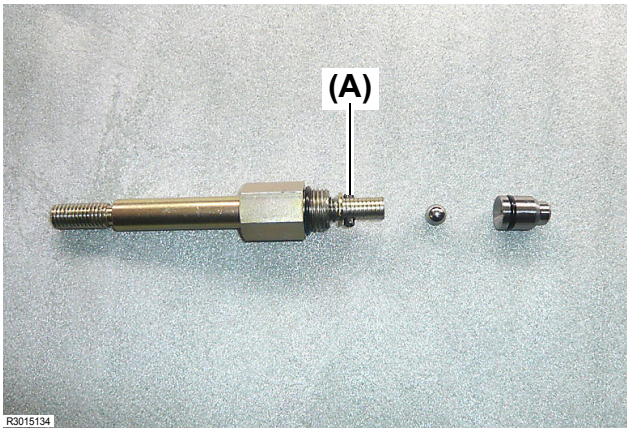

Fig. 4
3. Remove the roll pin **(Fig. 4, 5, (A))** and disassemble all parts.